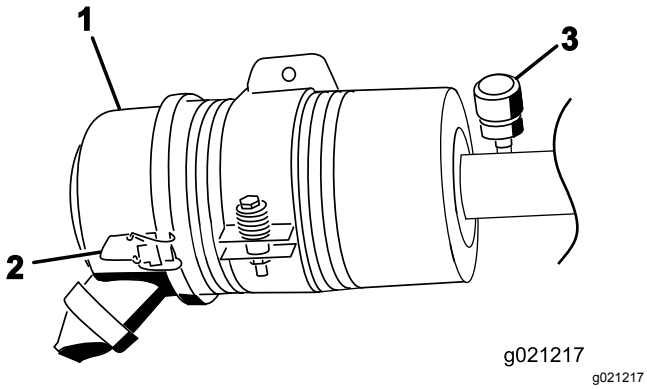

Figur 72
Efterse kun luftfilteret, når serviceindikatoren viser, at det er nødvendigt (Figur 72). Hvis du udskifter luftfilteret, før det er nødvendigt, øger du blot risikoen for, at der kommer snavs ind i motoren, når filteret afmonteres.
1. Åbn låsene, der fastgør luftfilterdækslet til luftfilterhuset (Figur 72).